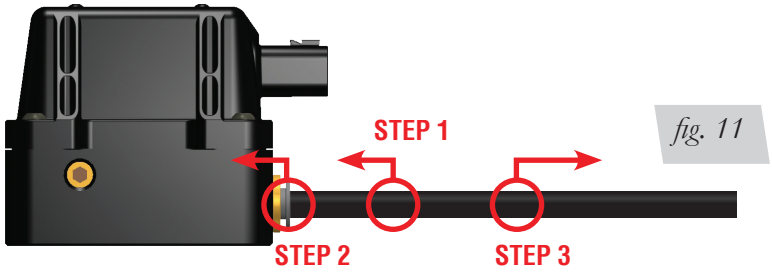

*fig. 11*
*To release the air line from the connection (fig. 11), first release all air from the system. Push on the line (step 1), depressing the ring towards the fitting (step 2), and then pull the hose out of the fitting (step 3).*